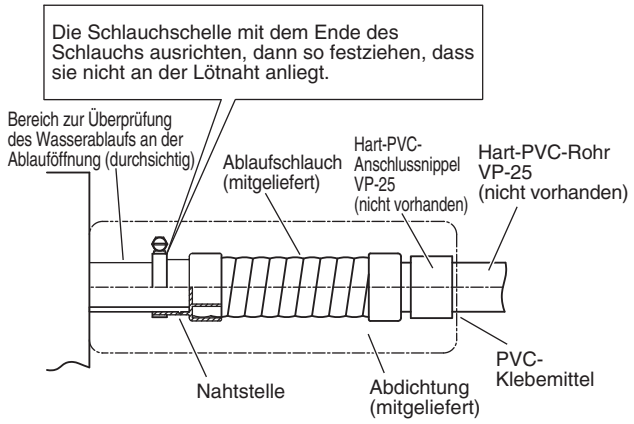

Abb. 3-8
Der transparente Ablaufteil an der Einheit gestattet die Kontrolle des Ablaufs. (Abb. 3-8)
- **Die Schlauchschellen so festziehen, dass die Sicherungsmuttern nach oben weisen. (Abb. 3-8)**